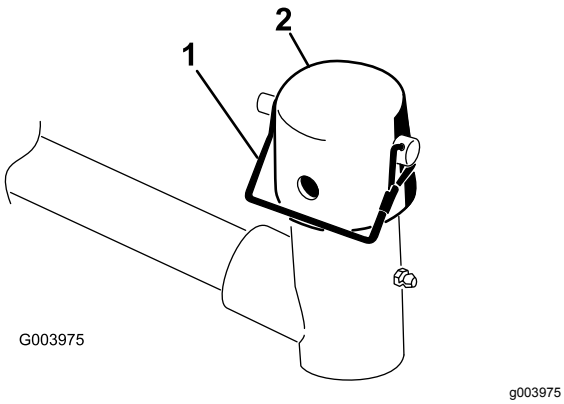

Figura 10
7. Retire o pino de encaixe e tampa da forquilha da articulação do braço de elevação (Figura 10).
11. Prenda a tampa e o veio da estrutura de suporte à forquilha do braço de elevação com o pino de encaixe (Figura 10).